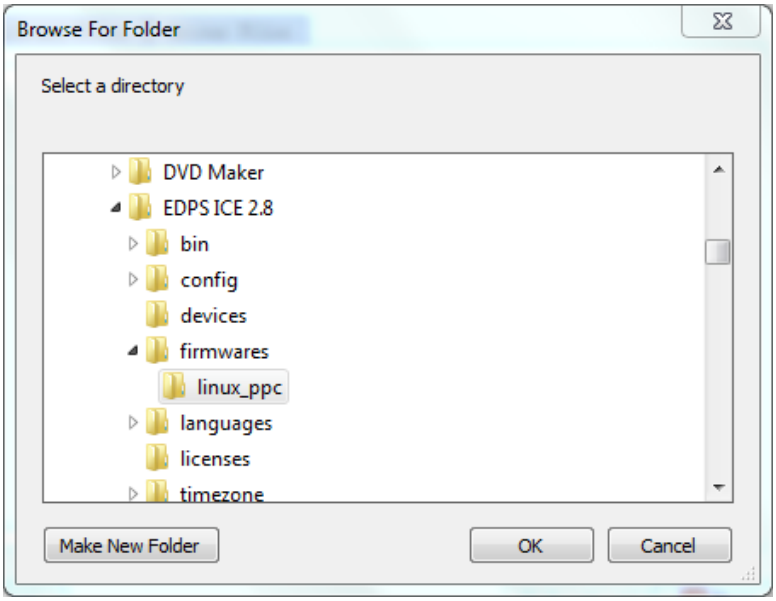

Fig 5.5
Step 2: select the Firmware submenu to display the folder **linux_pcc** with stored firmware shown in figure 5.5.